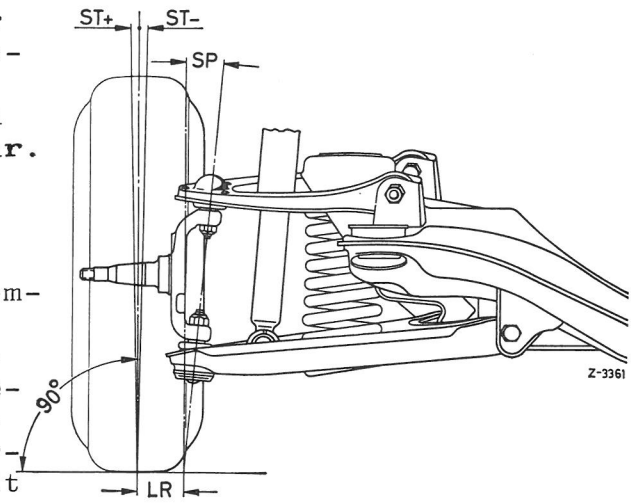

Fig. 40-3/10
Ved indstilling af camber, dvs. hjulenes holdning i forhold til en lodret linie nedfældet gennem dækkets midterlinie på vejbanen bør en neutral stilling (0°) tilstræbes (fig. 40-3/10). Denne værdi har vist sig som den mest ideelle med hensyn til dækslid og køreegenskaber for dæk af typen Super-low-section.
Forhjulscamberen indstilles ved en drejning af tværsvingarmen i bageste lejring (29) over excenterbolten (30b) (fig. 40-3/6). herunder skal det påses, at caster ændrer sig tilsvarende (se fig. 40-3/9).